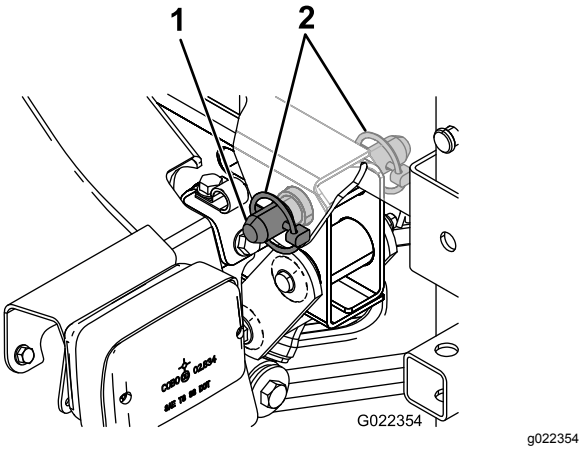

Figur 13
6. Ret hullerne i drejelåsemøtrikkerne bagest på tankplatformen ind efter hullerne i ladets drejerør ved enden af køretøjets stel (Figur 13).
7. Monter en konisk gaffelbolt og to ringstifter på drejelåsen for at fastgøre tankenheden til stellet (Figur 13).